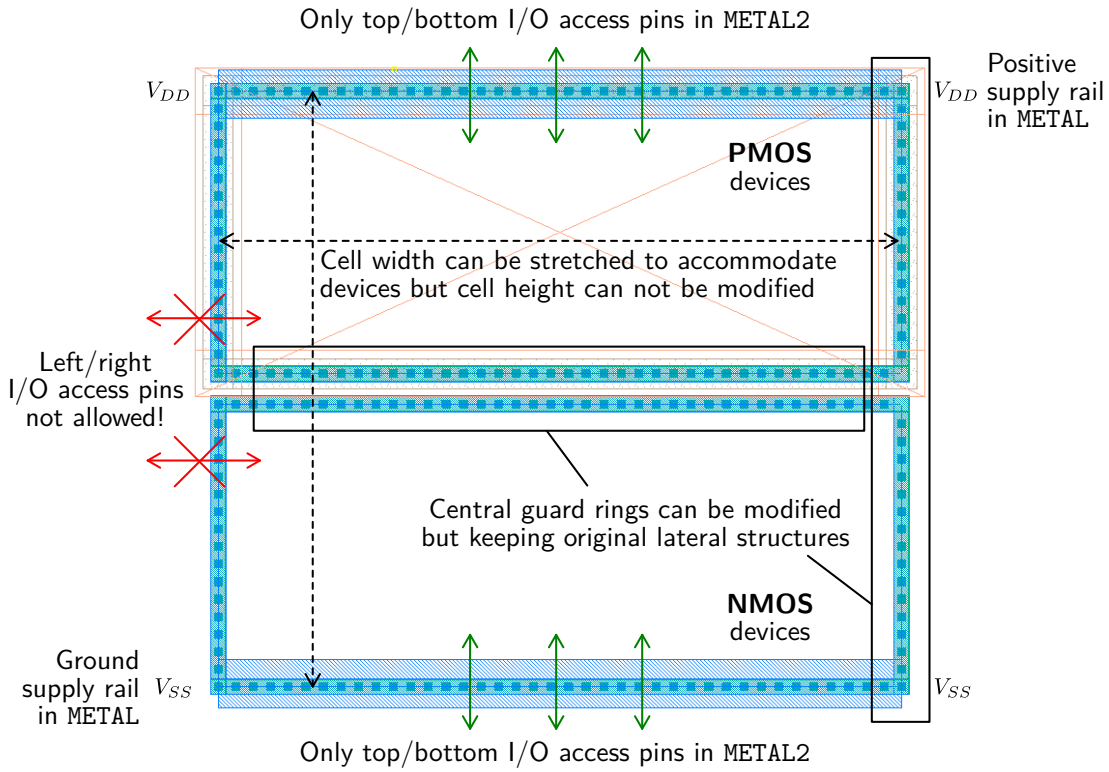

Figure 33 Glade cell view `ExampleLib`→`opamp_template`→`layout` to be used for the design boundaries of your OpAmp layout. Standard-cell height is 200 μm.
- Ensure layout compatibility with the cell **template** of Fig. 33.
Figure 34 Glade cell view `ExampleLib`→`opamp_example`→`layout` to illustrate the use of the cell template of Fig. 33 and the matching guidelines of Table 5. Overall cell width is 226 μm.